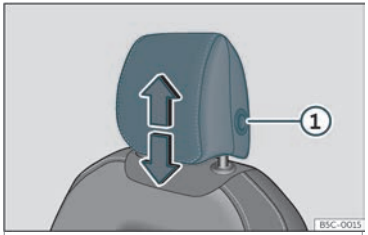
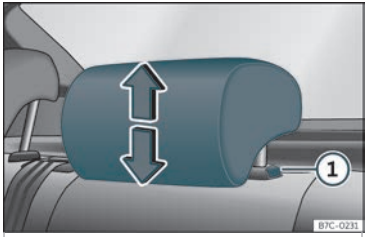

Abb. 101 Vordersitz: Kopfstützeneinstellung.
Abb. 102 Kopfstützen hinten: Kopfstützeneinstellung.
- Fassen Sie die Kopfstütze seitlich mit beiden Händen und schieben Sie sie nach oben bis sie in der gewünschten Position einrastet. Zum Absenken gehen Sie auf der gleiche Weise vor und drücken Sie gleichzeitig die seitliche Taste ①››› **Abb. 101** ››› **Abb. 102**.
- Seitliche Taste drücken››› **Abb. 101** ① und Kopfstütze herausziehen.